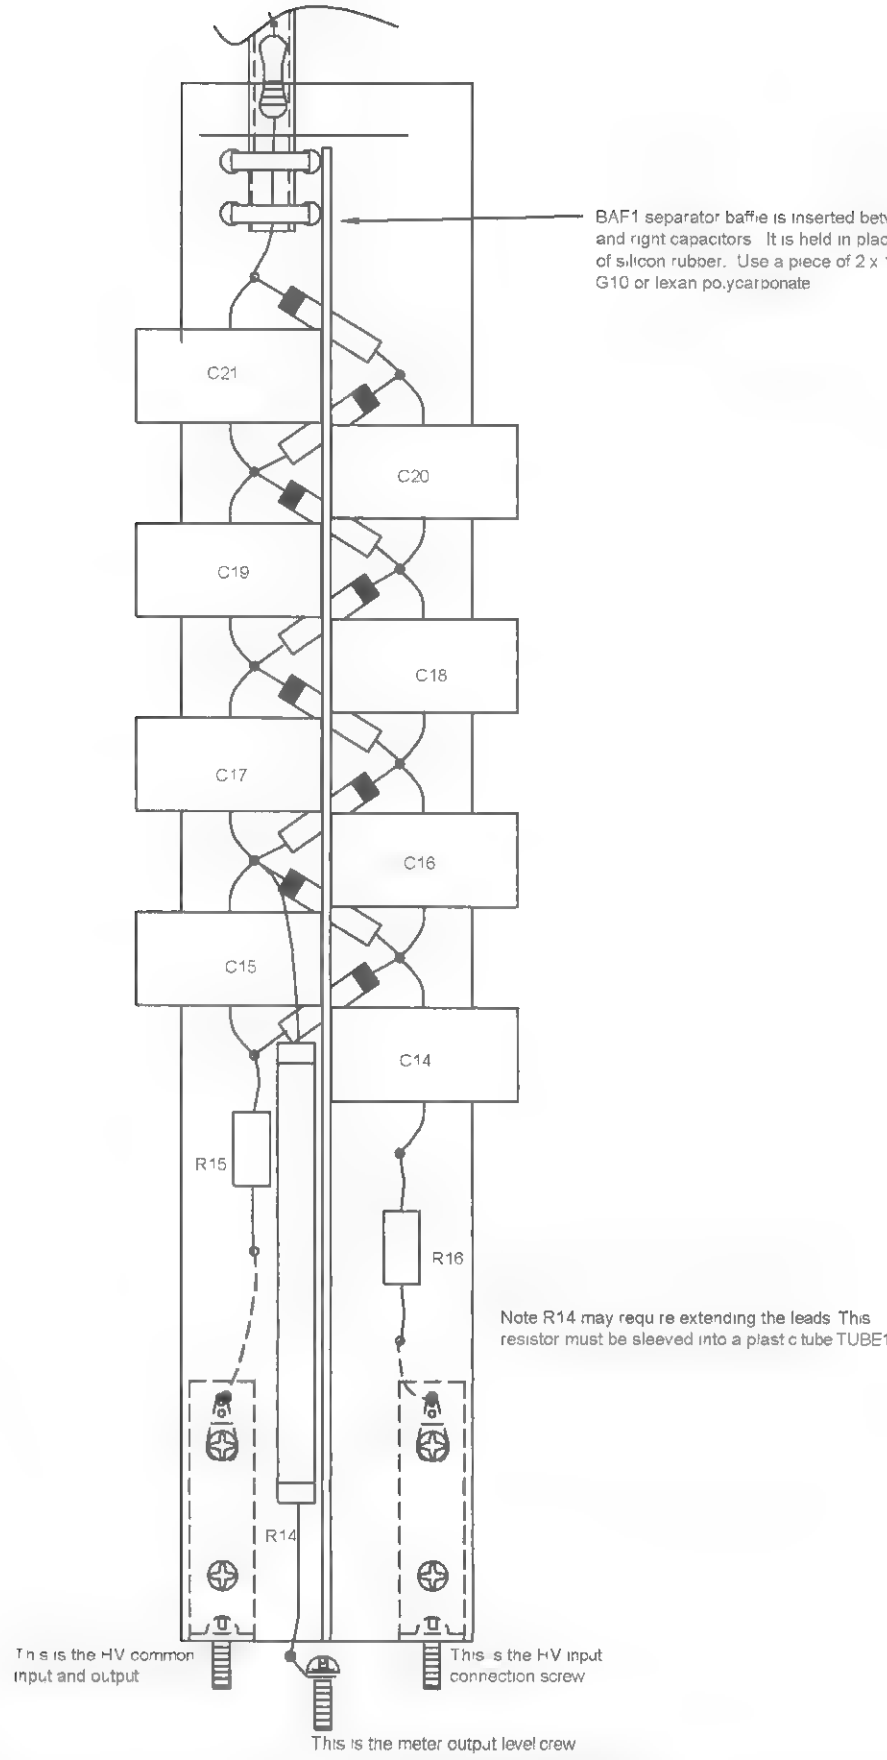

Figure 15-15 *Mount capacitors and remaining components as shown here.*
3. Mount the capacitors C14 through C21 and the remaining components as shown in Figure 15-15. Insert the BAF1 baffle plate to insulate and separate the left and right rows.
BAF1	Baffle separator created from .065-inch Lexan per Figure 15-15, available from a hardware store